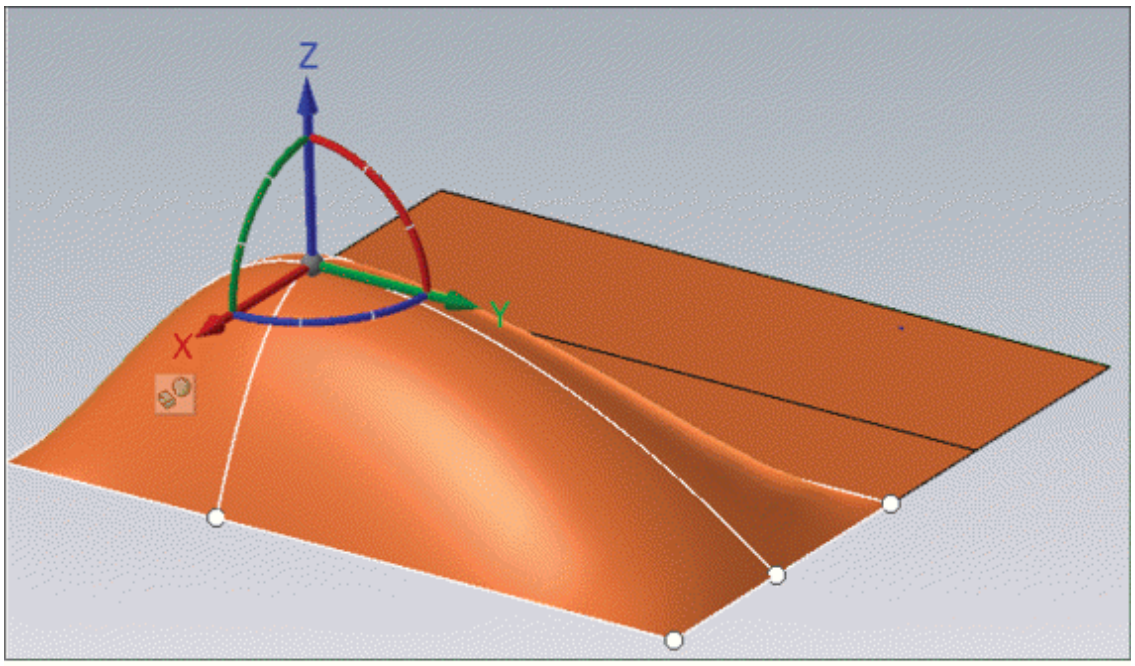

Figure-75. Preview of modified surface
- Drag the gnomon in desired direction to modify surface; refer to Figure-75.